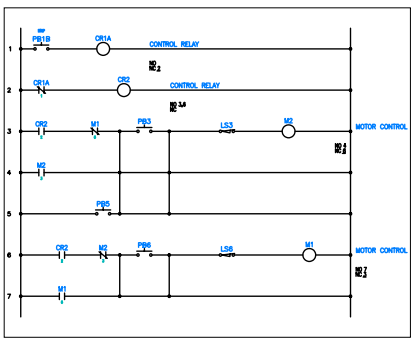

Figure 6-54 *Wires inserted in the ladder*
7. Enter **14.6,13** at the Command prompt and press ENTER; you are prompted to specify the wire endpoint. Next, enter **14.6,12** and press ENTER; the wire is inserted between rung 6 and 7 on the right side of the PB6. Now, press ENTER to exit the command. Figure 6-54 shows the wires inserted in the drawing.